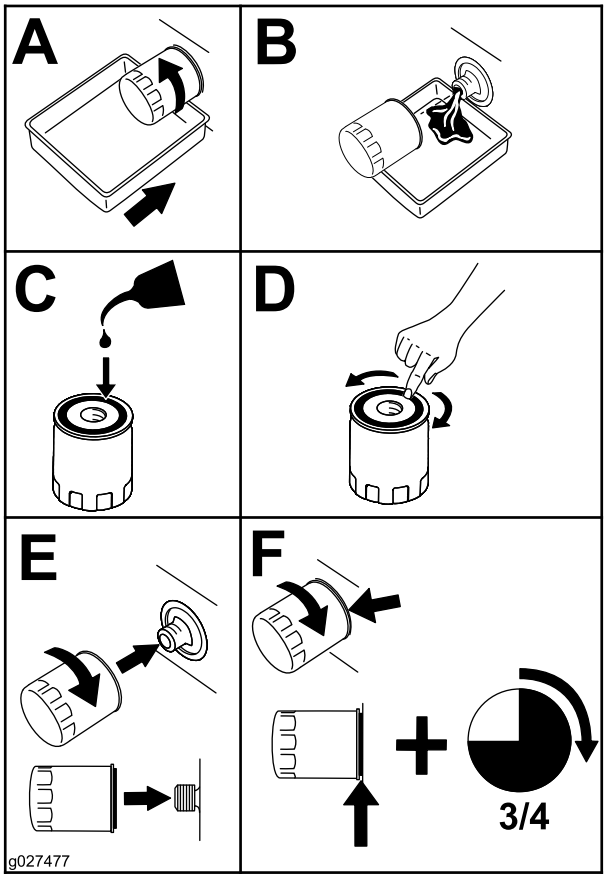

Figuur 39
4. Brandstoffilter vervangen (Figuur 39).